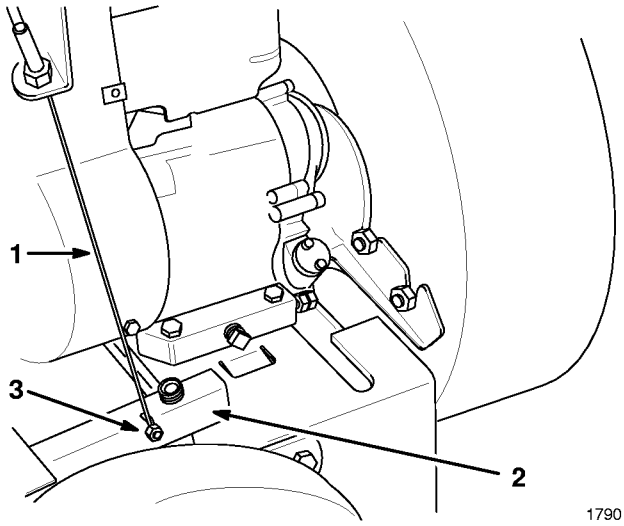

Abbildung 3
3. Das untere Ende (Kugelende) des Drahtes für die Antriebsschlupfregelung in den Schlüssellochschlitz am Arm der Antriebsschutzvorrichtung einhängen (Abb. 3). Die Kugel im Schlitz mit Schraube und Mutter sichern (Abb. 3).